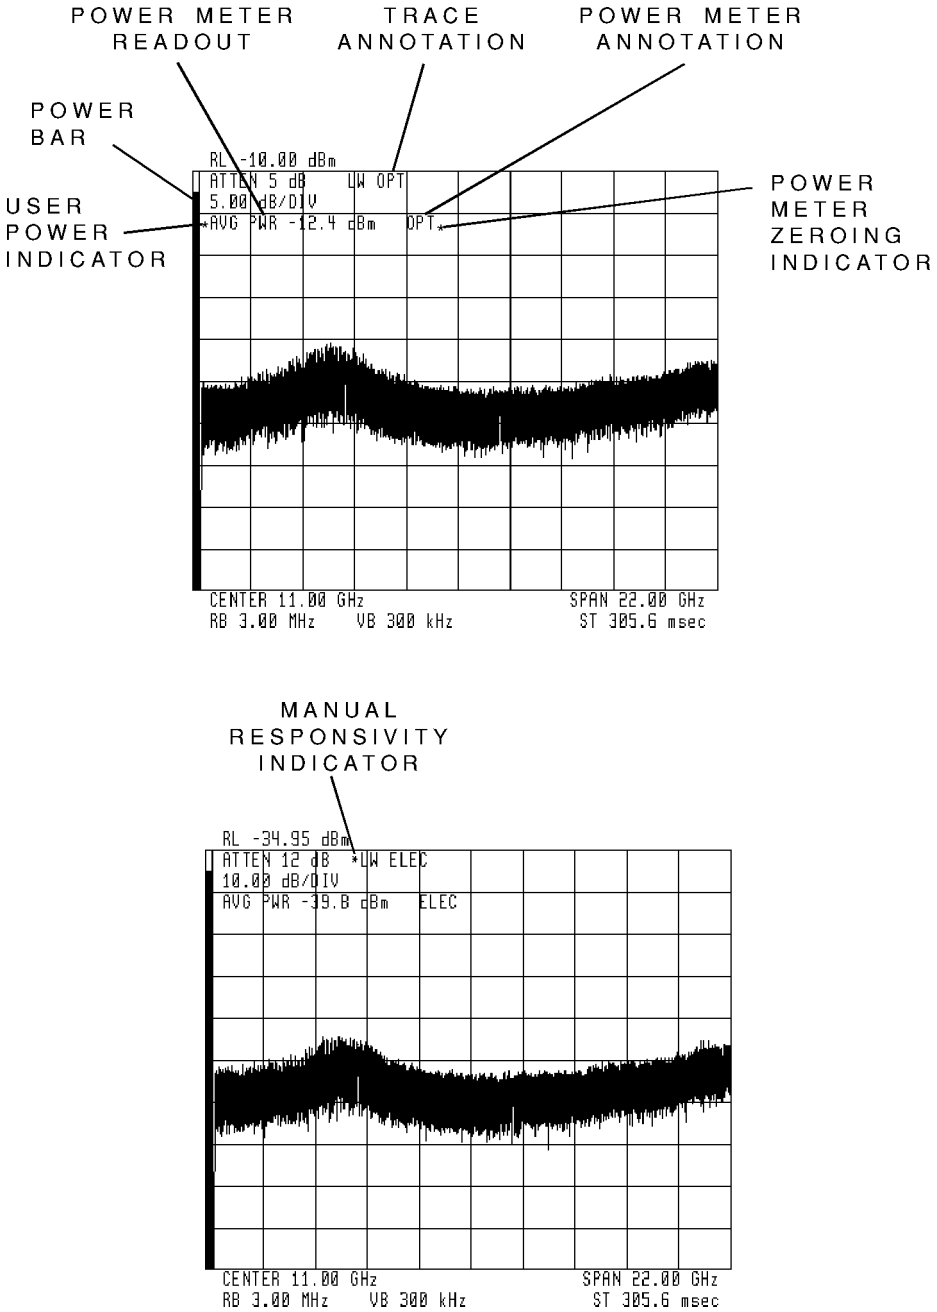
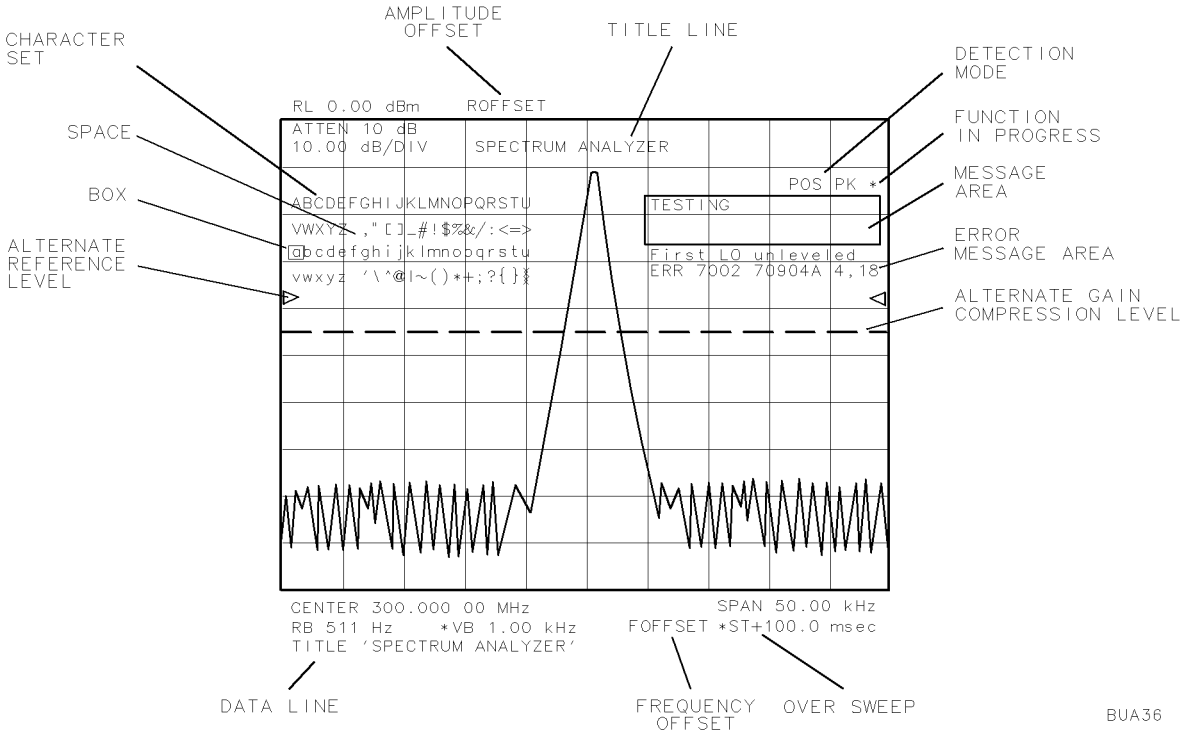

Figure 1-7. Lightwave Signal Analyzer Measurement Indicators
Figure 1-8. Auxiliary Measurement Indicators
- Figure 1-7 describes additional display annotation that is unique to a lightwave signal analyzer.
- Figure 1-8 describes auxiliary measurement indicators.
Figure 1-7 illustrates additional annotation that is unique to a lightwave signal analyzer. A description of each annotation is arranged alphabetically, following the figure. Figure 1-6 and Figure 1-8 illustrate common analyzer annotation.